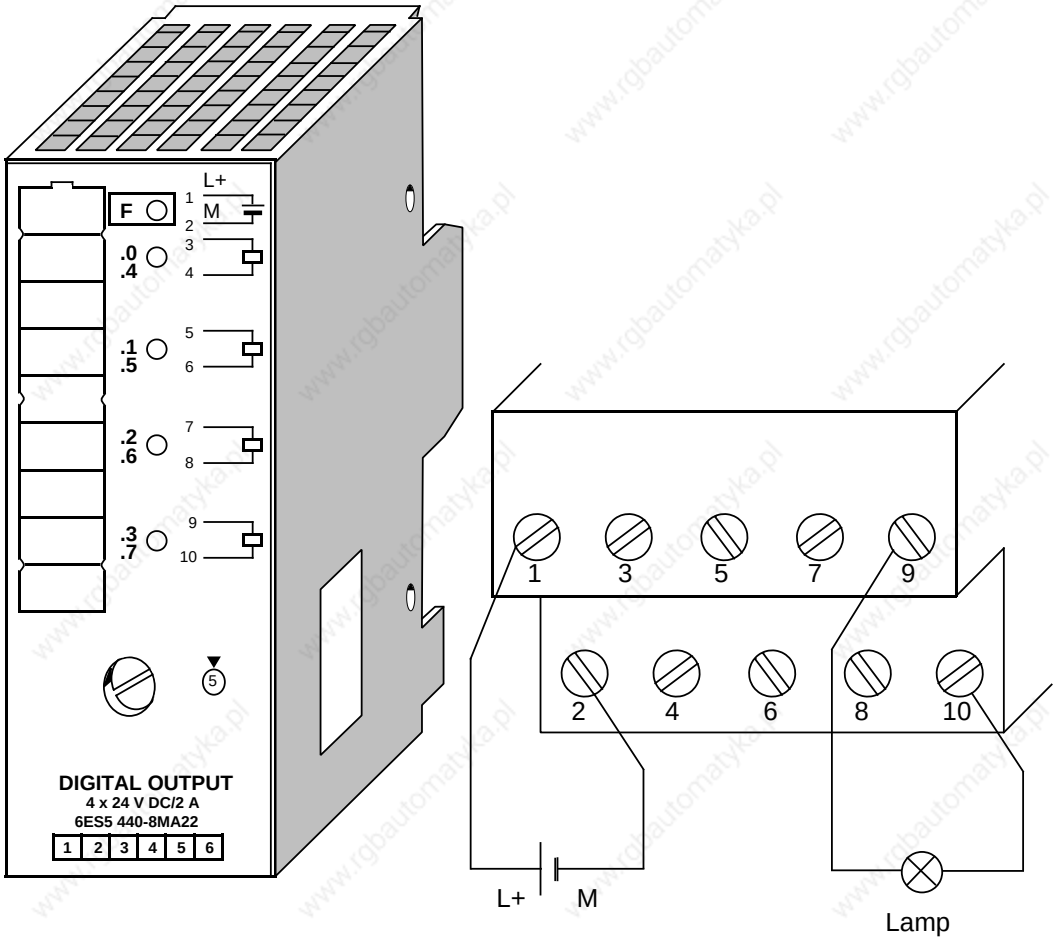

**Figure 3-13. Two-Wire Connection of a Lamp to Channel 3**
**Example**: Connecting a lamp to channel 3 (address Q 1.3) on the output module in slot 1 (see Figure 3-13)